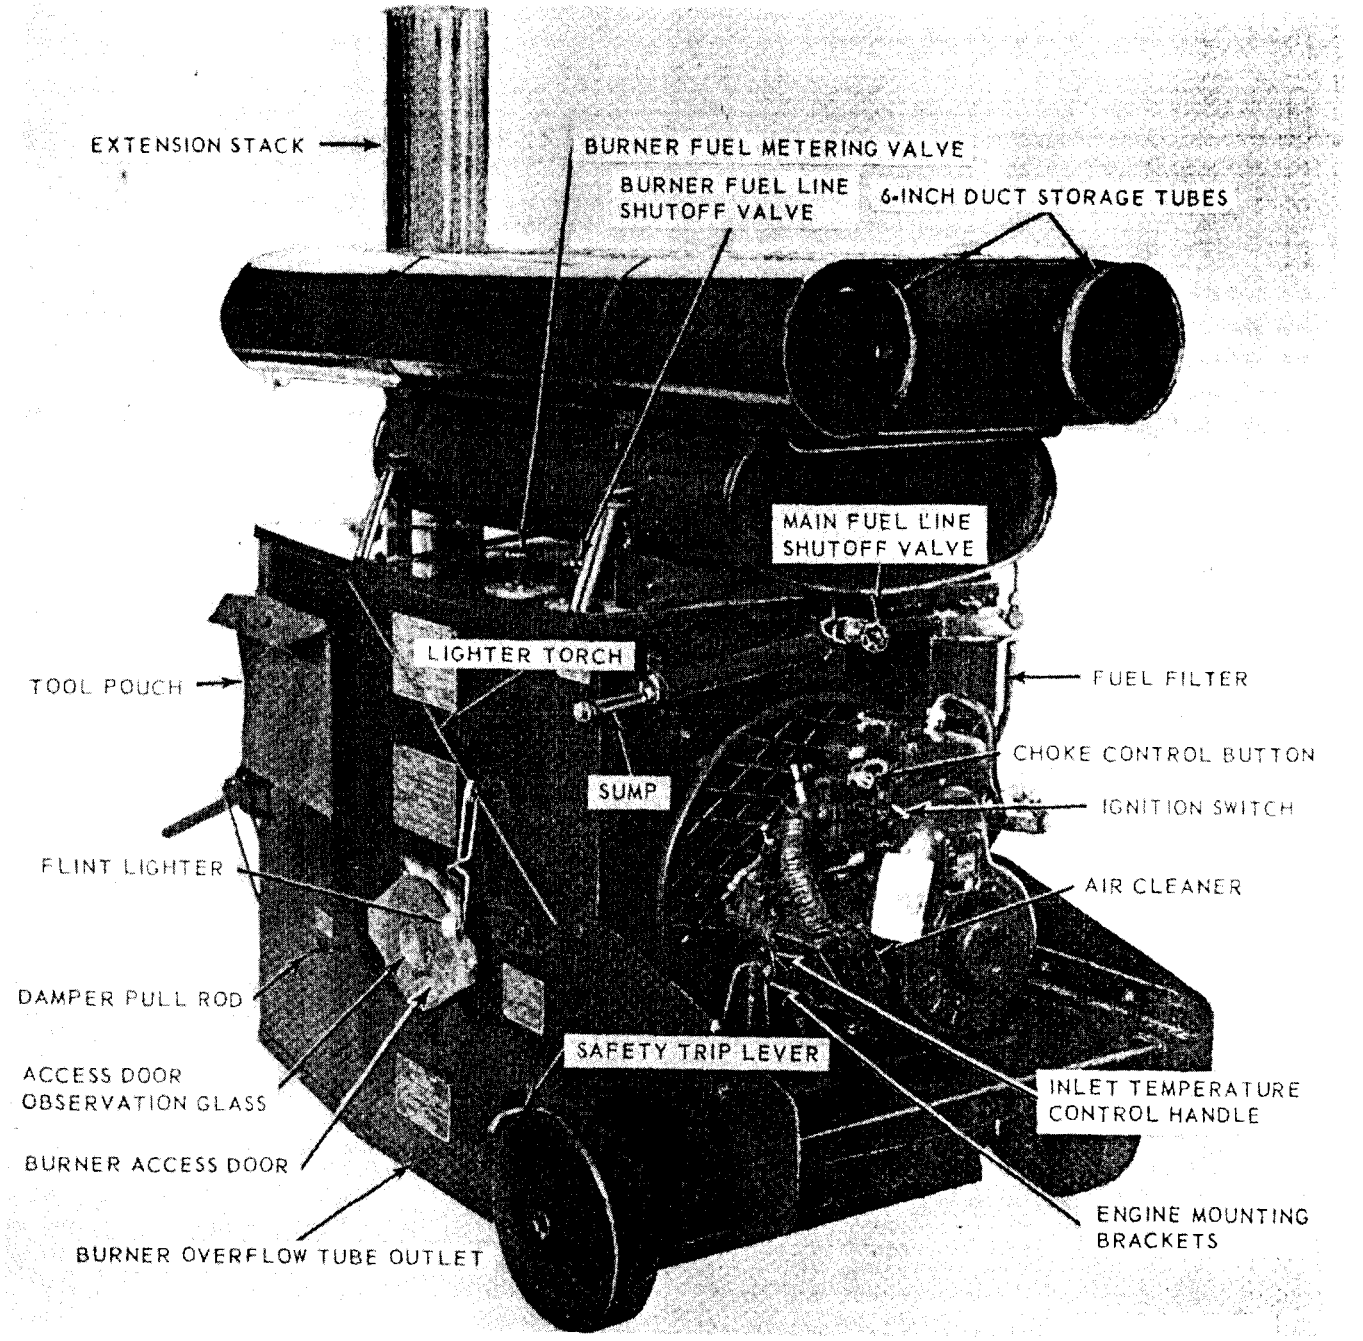
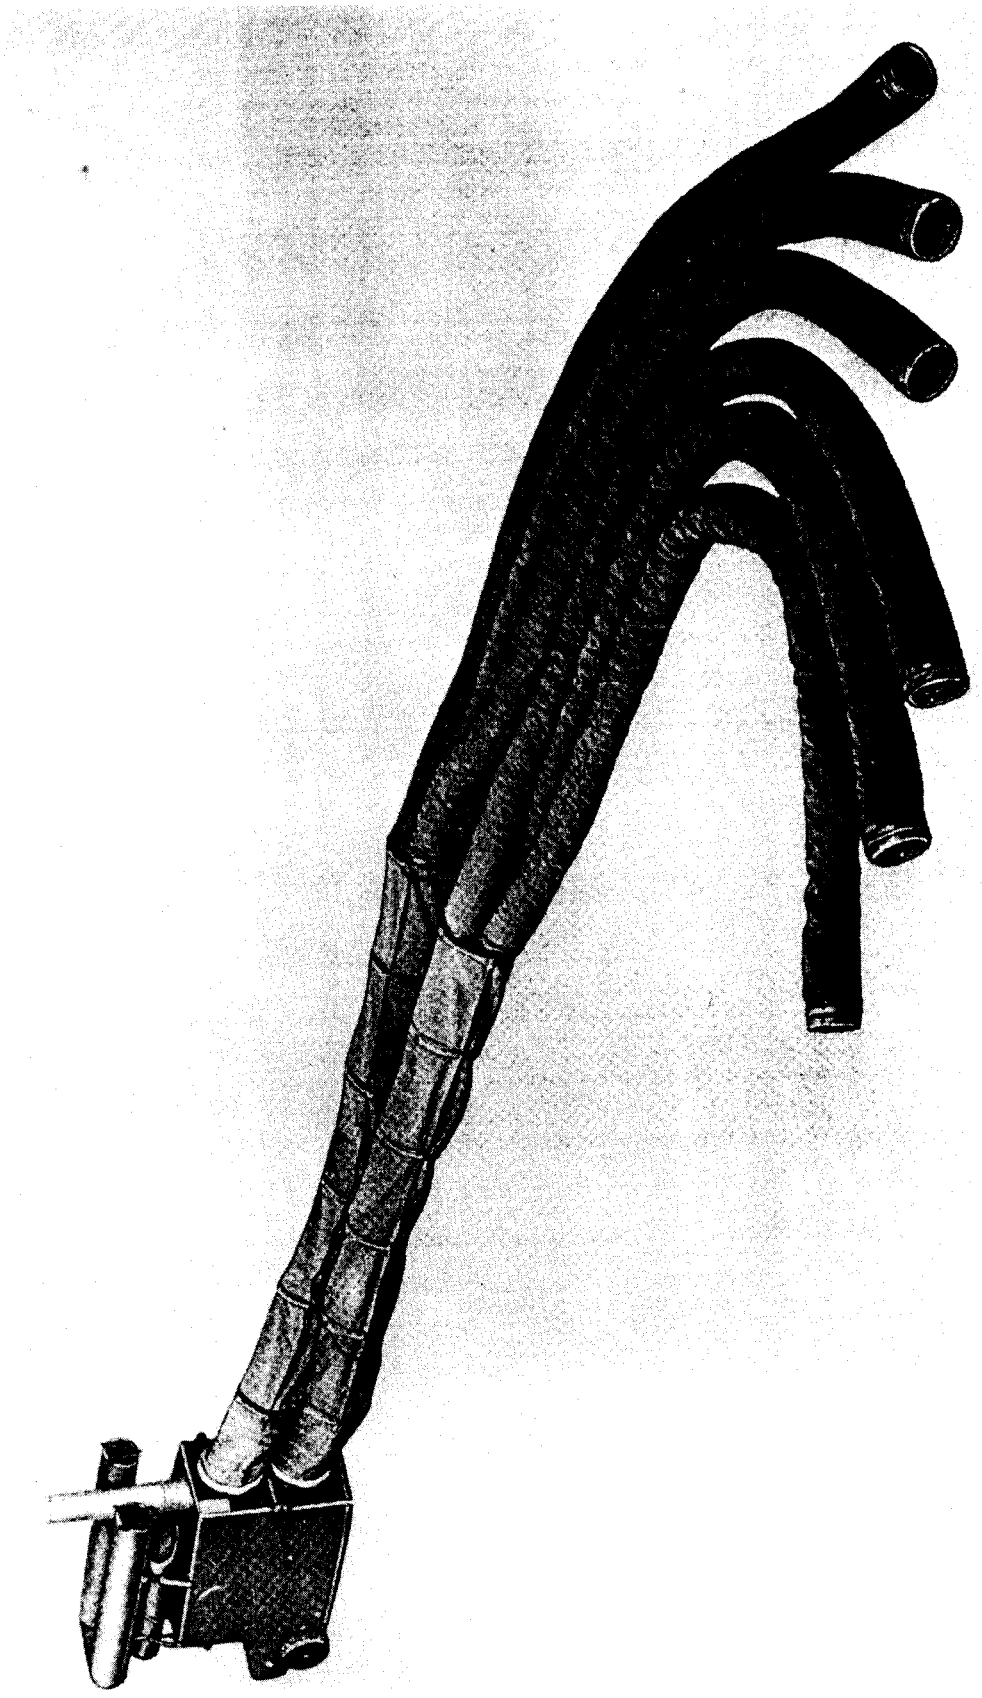
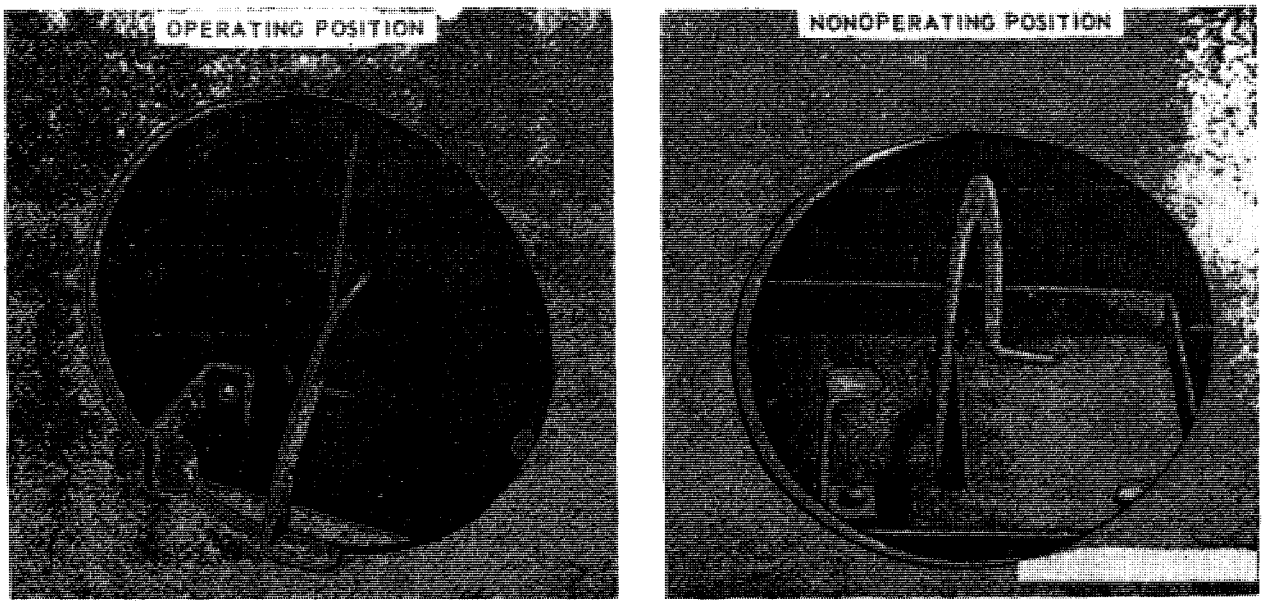

Figure 1-1. Heater, right rear view.
Figure 1-3. Heater, showing duct system.
Figure 2-2. Safety trip lever.
The heater {fig. 1-1 and 1-2) is a compact, self-powered heating unit designed to produce and deliver a steady flow of heated air through a duct system (fig. 1-3). The heater consists of a vaporizing-type ventilating fan and the combustion chamber air blower. Although this heater may be used wherever a self-contained and self-powered heating unit is required, its primary functions are as follows:
a. Main Fuel Line Shutoff Valve. The main fuel line shutoff valve (fig. 1-1) is located under the fuel tanks on the engine end of the heater. It controls the fuel supply to the burner and the engine. Turn the valve hand wheel counterclockwise to open it. This allows fuel to flow to the burner and the engine. To stop the fuel flow close the valve by turning the handwheel clockwise.
b. Burner Fuel Line Shutoff Valve. The burner fuel line shutoff valve (fig. 1-1) is located on the top-right of the heater. It controls the fuel supply to the burner. Turn the handwheel counterclockwise to open the valve and start fuel flow to the burner. Turn it clockwise to close the valve and stop the fuel flow.
c. Burner Fuel Metering Valve, Heat Control. The burner fuel metering valve (fig. 1-1) is located to the left of the burner fuel line shutoff valve on top-right of the heater. It is used to regulate the flow of fuel from the fuel tank to the burner. It can only be used when the main fuel line shutoff valve and the burner fuel line shutoff valve are open. The valve's metering range is from 40 to 100% fuel flow. It has a 40% flow in the closed or low heat position and 100% flow in the open or high heat position. Adjust the valve between the low and high positions for the desired heat output.
d. Choke Button. The choke button is located on the carburetor air inlet. It is used to supply a rich mixture of fuel and air to the engine. Place the choke button in the vertical or closed position (fig. 1-1) during the starting and warming up operation. As the engine warms up, gradually push the lever back into the open position.
e. Damper Pull Rod. The damper pull rod (fig. 1-1) is located on the right side of the heater just to the front of the burner access door. Pull it out to stop the forced air blast from entering the burner during the lighting operation. As soon as the flame is established in the burner, release the rod gradually to its normal operating position.
h. Safety Trip Valve. The safety trip valve, located at the bottom and on the inside of the safety trip lever (fig. 1-1 and 2-2), is a safety guard used to stop the flow of fuel to the burner when the air from the propeller fan slackens or stops. After the engine has been started, pull out manually on the safety trip lever (fig. 2-2) to open the valve and to allow fuel to reach the burner. The valve will remain open as long as the air flow to the ducts is constant. When the air flow slows or stops, the air safety trip door automatically opens because of lack of air pressure inside the heater causing the safety trip valve to shut off the fuel flow to the burner. The burner fire will be extinguished by the lack of fuel.
j. Ignition Switch. The ignition switch (fig. 1-1), located on the top left side of the flywheel housing, is used to start and stop the engine. It is a toggle-type, on-off switch.
k. Inlet Temperature Control. The inlet temperature control handle (fig. 1-1) is located on the left side and at the rear of the au cleaner. It regulates the air supply to the engine and the control is set before operation by the operator. The setting is determined by the ambient temperature.
In choosing a site for the heater, care should be taken to prevent fires. All safety precautions should be observed closely when setting up the heater for operation. Place the heater so the discharge openings will face the items or the areas to be heated. Allow for reasonable slack and sag in the canvas ducts (fig. 1-3). Retract the wheels to level the heater, maintaining a firm forward pull on the wheel retracting handle (para 2-3 *g), to* prevent the heater from settling with a jolt. Check the heater visually to see that it is level. It must be level so the fuel will flow evenly around the burner. Place the exhaust extension stack, with spark arrester screen downward, around the sleeve at the top front of the heater cabinet.
a. Set the safety trip valve by pulling out on the trigger lever which extends through the safety trip valve door (fig. 2-2), while lifting the door to a vertical position. With engine running, air pressure created inside the cabinet should hold the door in the vertical or operating position. When the engine stops, gravity should cause the door to fall back against the lever, closing the safety trip valve.
d. Be sure the safety trip valve operating mechanism falls back into the nonoperating position (fig. 2-2) as the engine slows down.